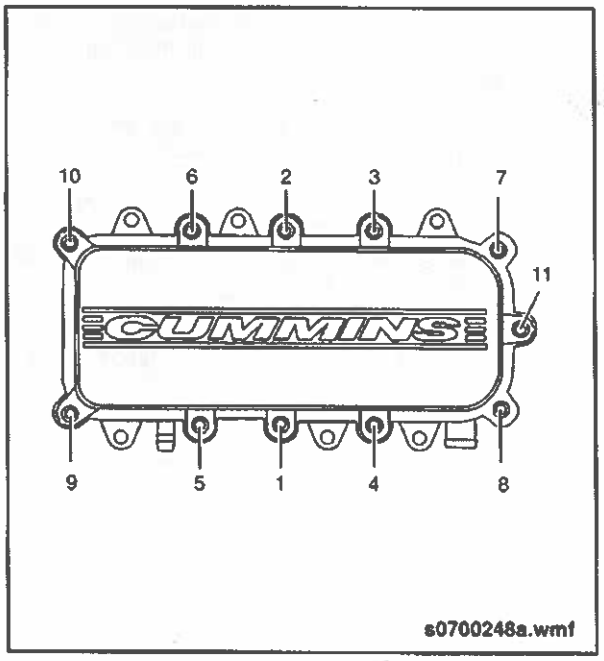

Fig. PM-31: Breather Cover Torque Sequence
3. Install the breather cover using eleven bolts. Torque bolts to 44 in-lb. (5 Nm) in the sequence shown. See "Fig. PM-31: Breather Cover Torque Sequence" on page 65.